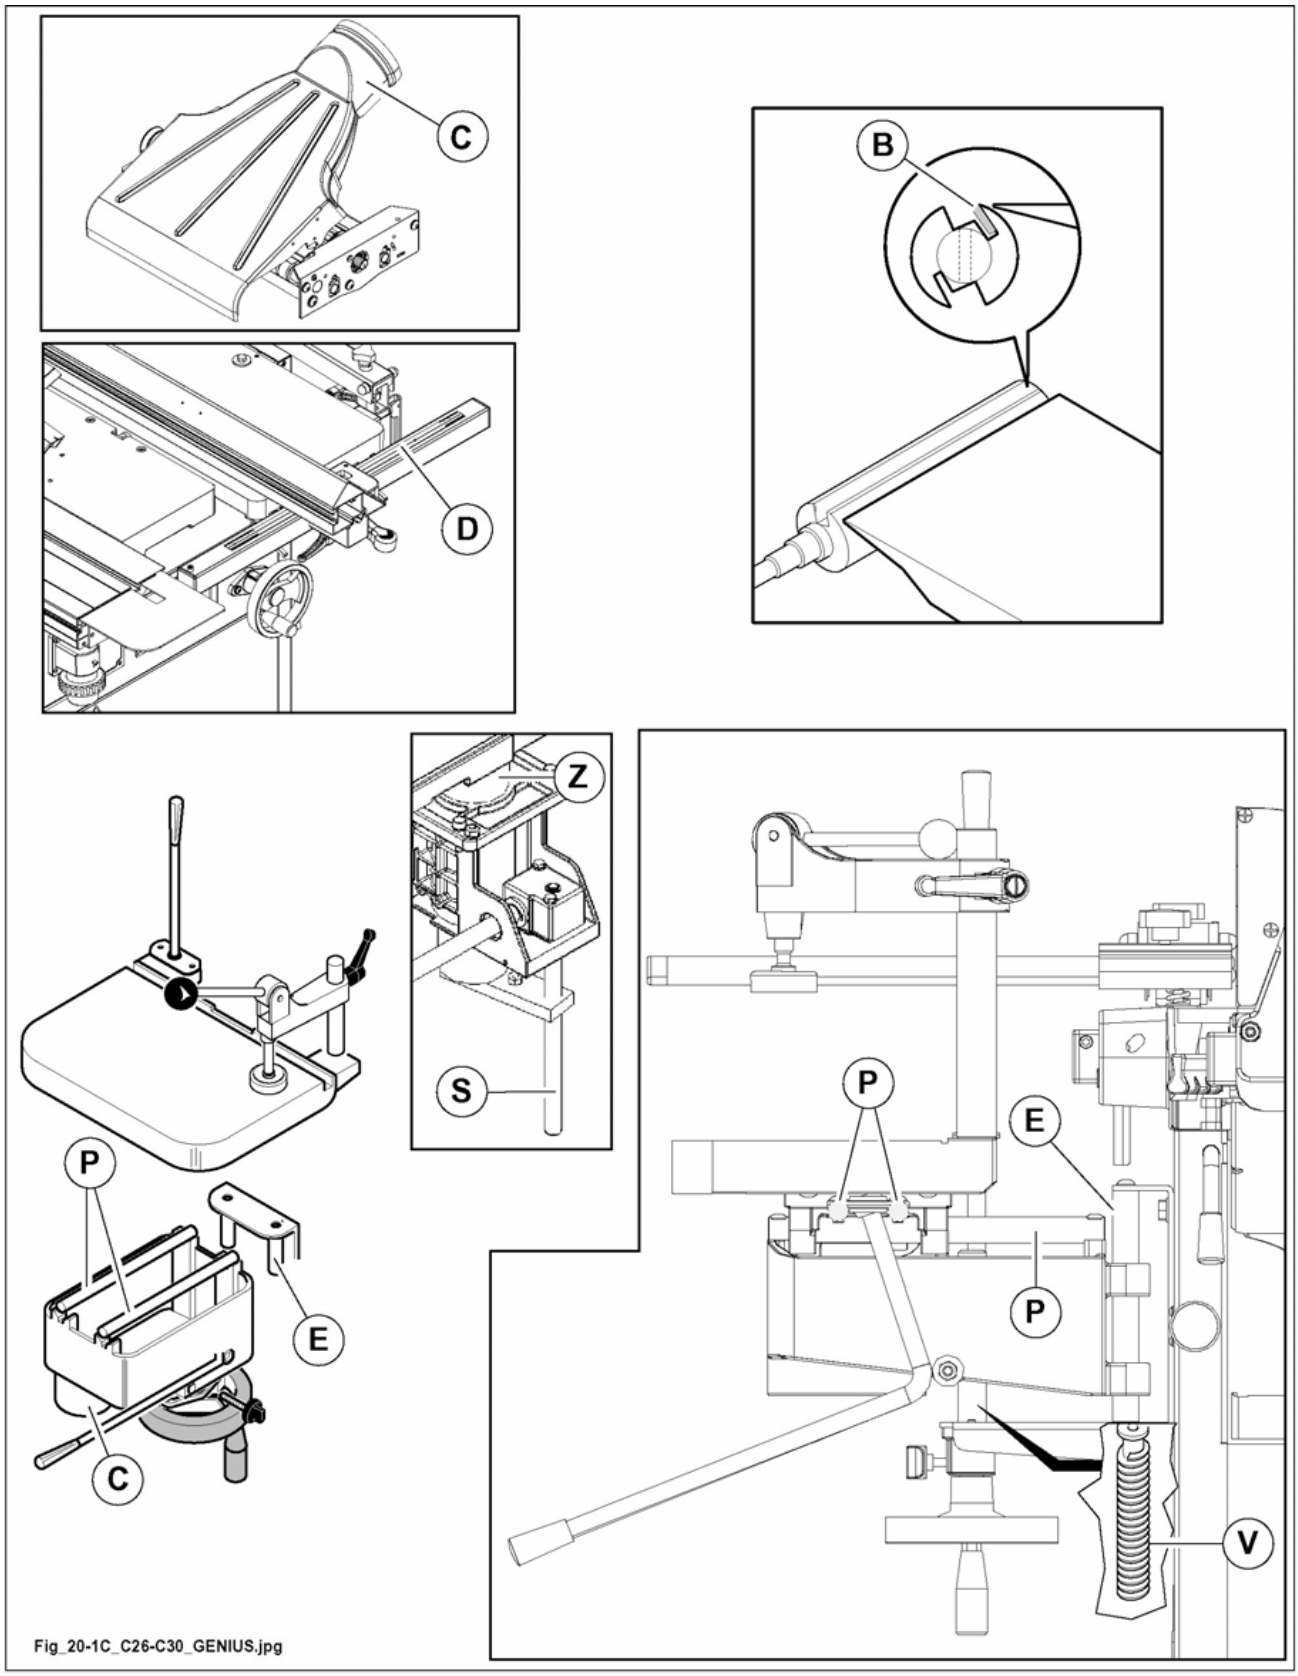

Fig. 20.1C
- knives (B fig. 20.1C) of the cutterblock;
- sliding rod (D fig. 20.1C) of planer guide (OPT);
- guides (E fig. 20.1C) for mortiser sliding (OPT);
- sliding rods (P fig. 20.1C) of mortising table (OPT);
- screw (V fig. 20.1C) for (OPT) mortiser height adjusting;
- thicknessing table - Sliding cylinder (Z fig. 20.1C).